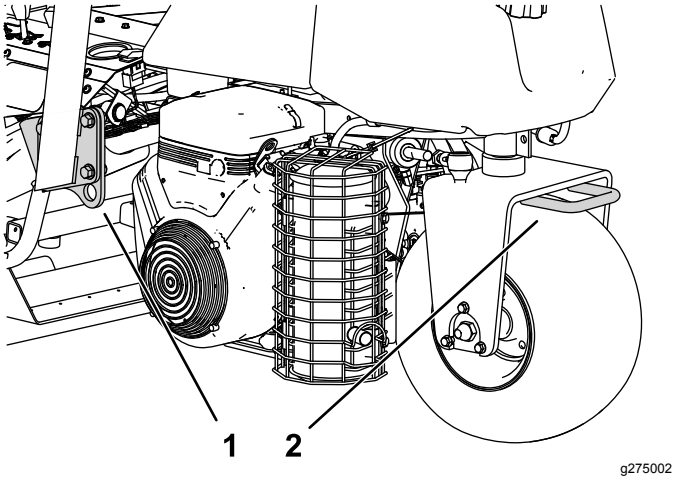

**Figur 28**
- Bind fast maskinen så att den sitter säkert med spännband, kedjor, vajrar eller rep. Både den främre och den bakre spännremmen ska riktas nedåt och ut från maskinen (Figur 28).